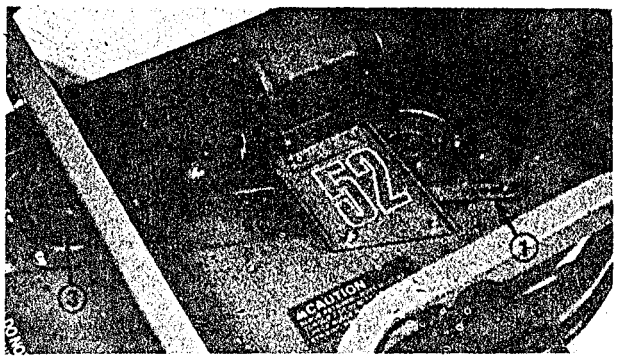

Figure 1
2. Remove nut securing spring anchor to capscrew in deck. Lift anchor off capscrew and allow belt to relax (Fig. 1).
3. Remove belt from right spindle pulley (Fig. 1).